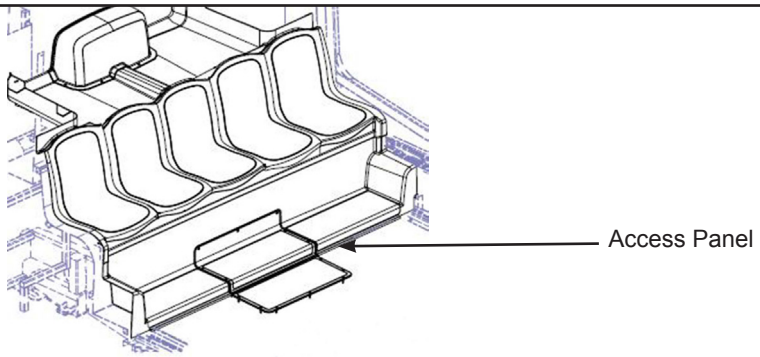

Figure 1 - Transmission Access Panel
1.3. Remove the transmission access panel. located inside the vehicle, at the rear. See Figure 1.